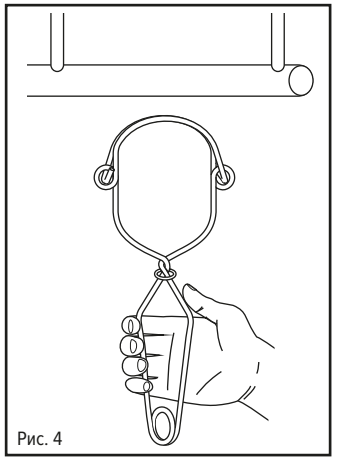

Рис. 4
- Захватить рукоятку карабина в одну руку (рис. 4).